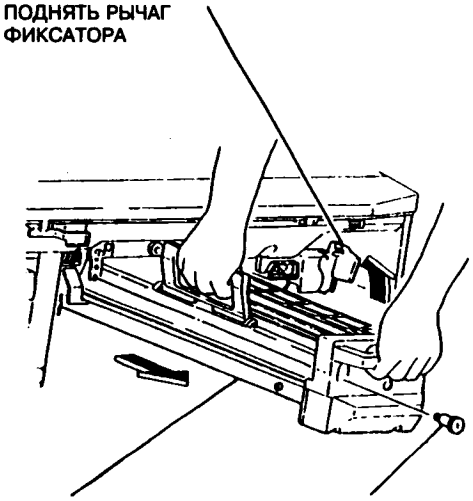

Рис.2 Снятие копи-катриджа
2. Поднять рычаг фиксатора и снять копи-катридж (рис.2).